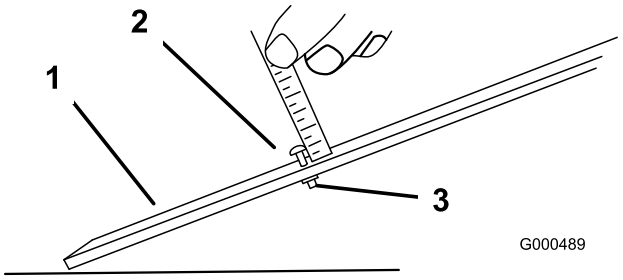

Rysunek 9
1. Poluzuj nakrętki zabezpieczające mocujące wsporniki wysokości cięcia do płyt bocznych jednostki tnącej (Rysunek 9).
2. Poluzuj nakrętkę na drążku wskaźnika i ustaw pożądaną wysokość koszenia za pomocą śrub regulacyjnych (Rysunek 9). Odległość między spodem łba śruby a czołem pręta stanowi wysokość cięcia.